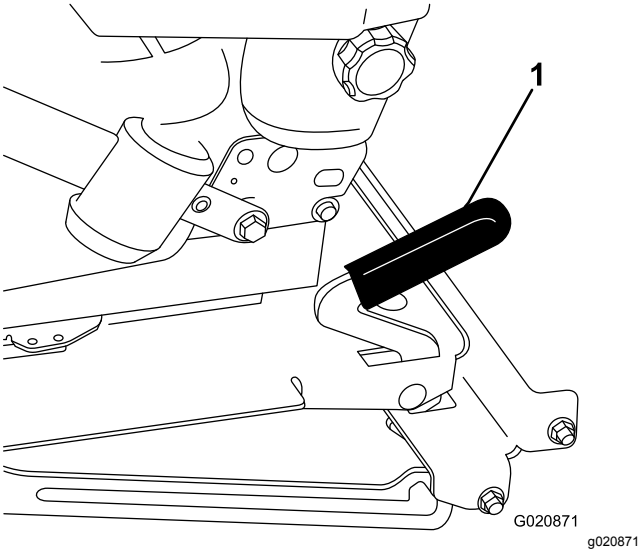

**Rysunek 16**
2. Pociągnij zaczep fotela do przodu i unieś, aby odblokować fotel (Rysunek 16).